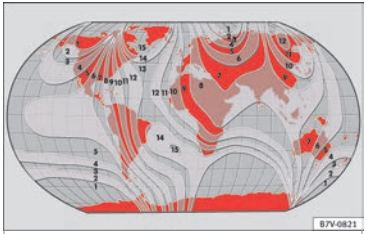

Fig. 119 Magnetic zones
- Select the magnetic zone corresponding to the position of the vehicle ››› Fig. 119.